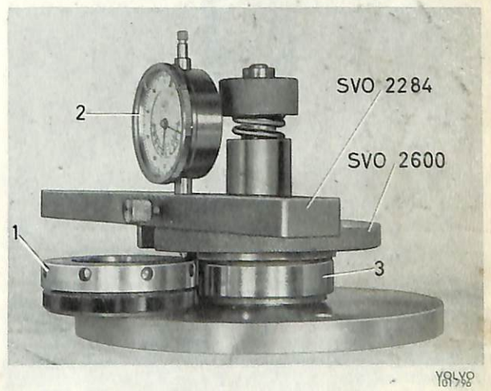
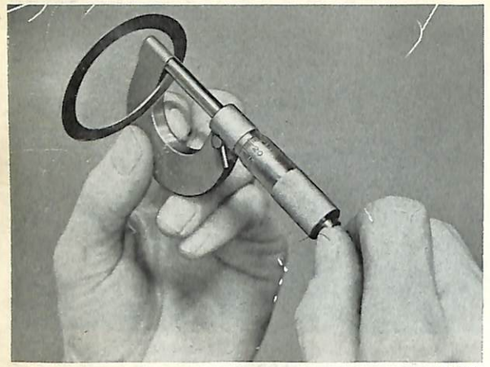

Bild 44. Bestämning av justermellanläggens tjocklek
Bild 45. Uppmätning av justermellanlägg
intar rätt läge. Lägg inställningsringen i mätfixturen enligt bild 44. Använd hållare SVO 2284 och mätur, placera mäturets mätspets mot inställningsringen och nollställ mäturet. Placera därefter mäturets spets mot lagrets ytterring. Mäturet visar nu direkt vilken tjocklek justermellanläggen skall ha. Mät upp justermellanlägg av rätt tjocklek med mikrometer, se bild 45. OBS! Justermellanlägg med exakt rätt tjocklek kan inte alltid erhållas. De får dock inte vara mer än 0,03 mm tjockare än
3. När rätt kuggflankspel och märkbild erhållits tages differential och inställningsring bort. Centrerbrickan placeras på mätfixturen. Ett lager placeras i mätfixturen, platta, fjäder och mutter monteras. Muttern monteras med plana sidan ned. Plattan vrides fram och tillbaka några gånger. Sätt på mätur och hållare SVO 2284. Nollställ mätaren mot inställningsringen och placera därefter mätspetsen mot lagret, se bild 44. Avläs mäturet. Mät med mikrometer upp justermellanlägg, vars sammanlagda tjocklek motsvarar det avlästa värdet +0,07 mm. Lägg undan justermellanläggen tillsammans med det uppmätta lagret. Upprepa ovanstående med det andra lagret.